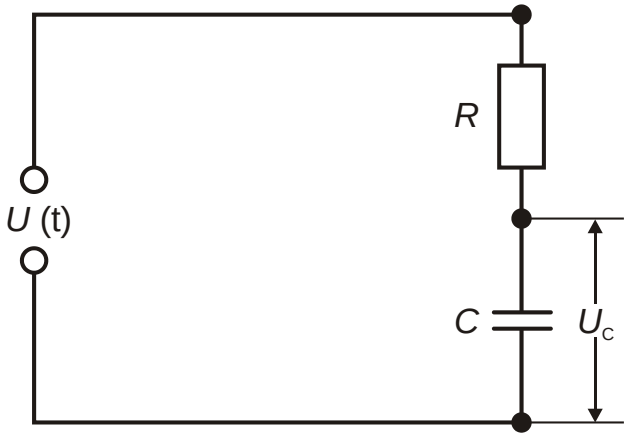

Fig. 3 : Schéma de branchement.
- Réaliser le branchement sur la plaque embrochable selon Fig. 3.